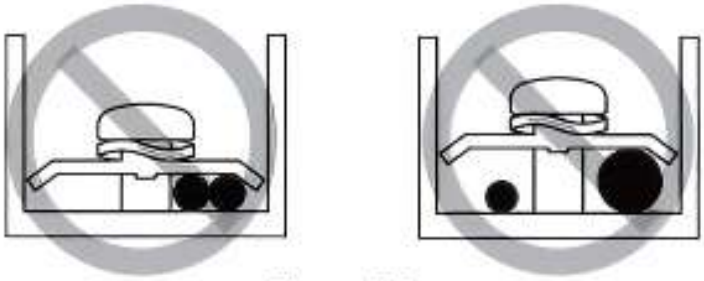

Figure 7.2
- Do not connect two power cords of different diameters to the same power supply terminal. This could lead to loose wiring, causing the wires to overheat (see Figure 7.2).